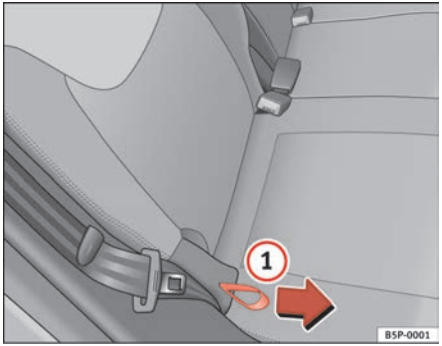

Fig. 97 Rear seat backrest angle adjustment ▶
– Hold the backrest at the top. Pull the loop on the side of the seat ⇒ page 132, fig. 97 (1) in the direction of the arrow and hold the loop in this position. Push the backrest to the required position and release the loop.